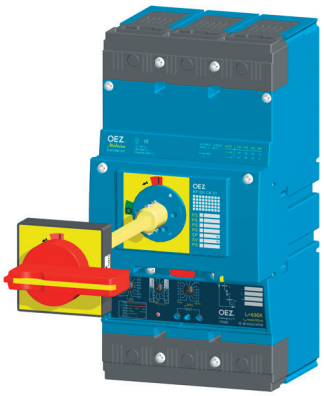

Рис. 2 - РАЗМЕРЫ см. стр. F28
b) через дверцу распределительного щита (рис. 2)